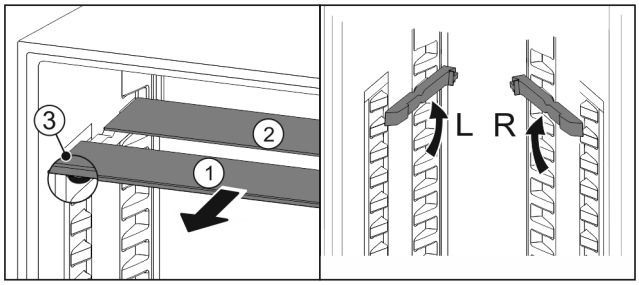

Fig. 154
▶ Steklene plošče posamično izvlecite *Fig. 154 (1)* naprej.
▷ Steklena plošča *Fig. 154 (1)* z okrasno letvijo je spredaj.
▷ Zaustavljalniki *Fig. 154 (3)* so obrnjeni navzdol.